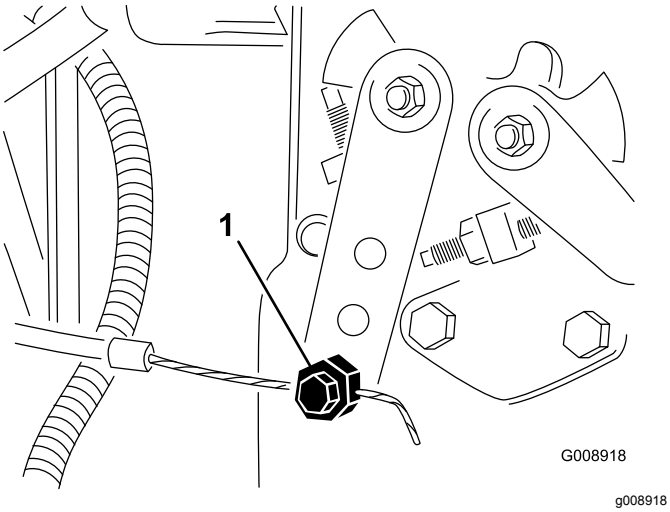

Figur 72
2. Løsne gasskabelkontakten på spaken på innsprøytingspumpen (Figur 72).